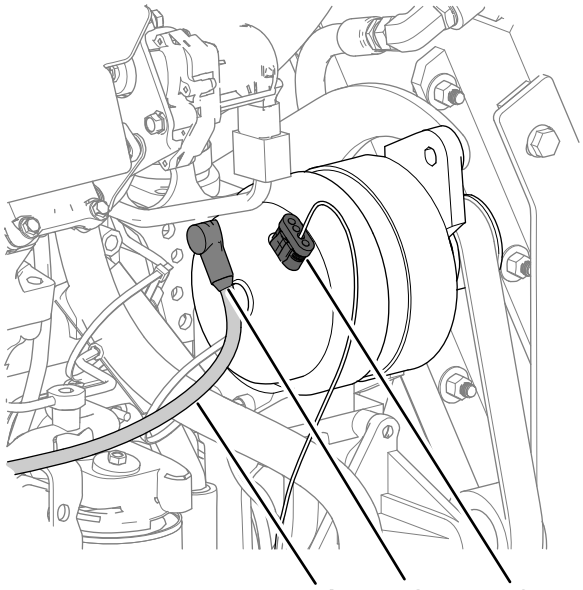

Bild 116
1. Schieben Sie an der Lichtmaschine die Muffe von der Anschlussklemme und vom Bolzen hinten an der Lichtmaschine herunter (Bild 116).
3. Ziehen Sie den 4-Buchsen-Stecker für das Spannungssensorkabel vom 4-Stift-Stecker oben an der Lichtmaschine ab (Bild 116).
2. Schließen Sie den 4-Buchsen-Stecker für das Spannungssensorkabel am 4-Stift-Stecker oben an der Lichtmaschine an (Bild 116).
3. Montieren Sie die Anschlussklemme des Ladekabels auf dem Bolzen hinten an der Lichtmaschine (Bild 116).
5. Fluchten Sie die Muffe des Ladekabels über der Anschlussklemme und dem Bolzen aus (Bild 116).